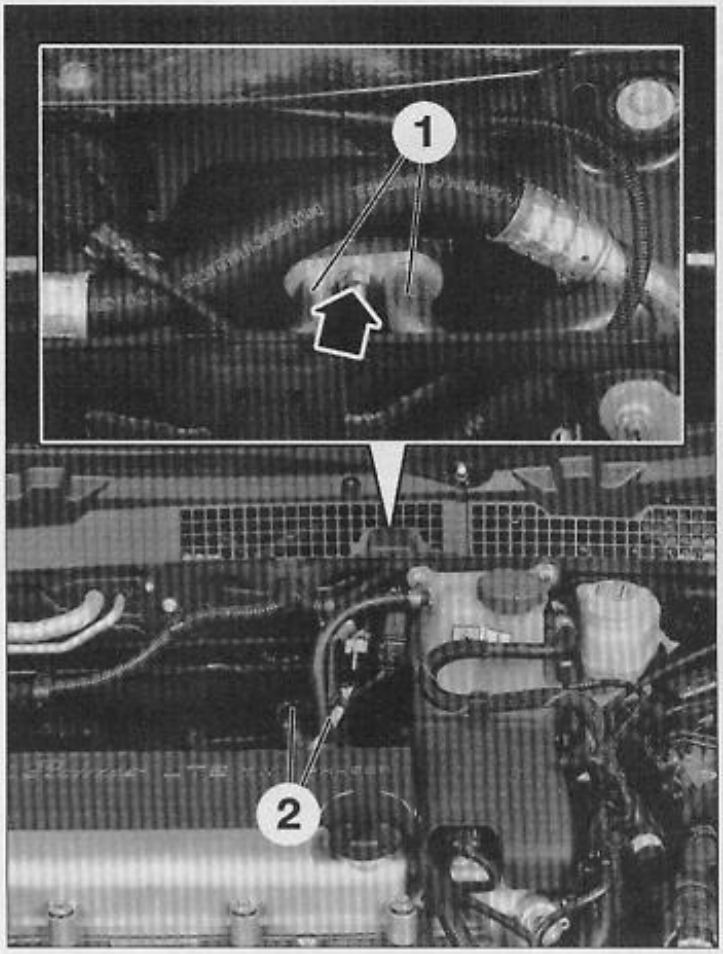

FIG. 13
• Débrancher les canalisations (1) sur le détendeur puis les obturer rapidement ainsi que le détendeur (Fig.13).
• Débrancher les durits d'eau (2) sur le tablier.